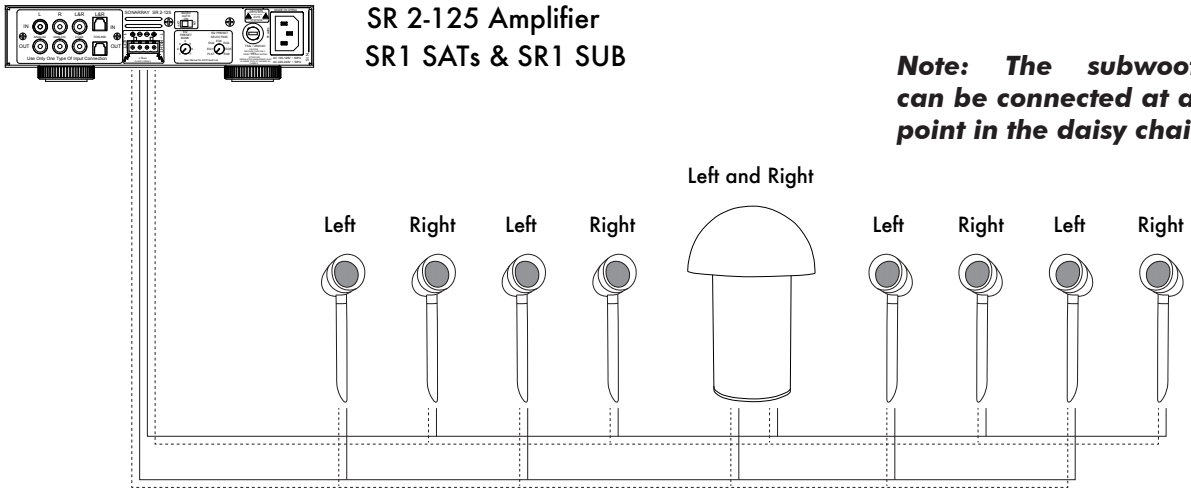
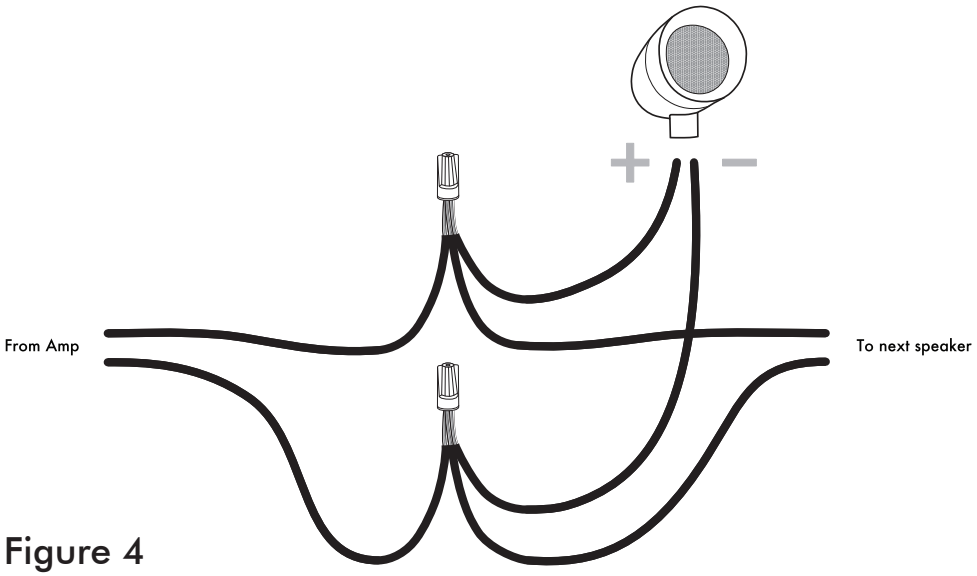

Figure 2
Figure 4
The **SONARRAY SR1 SYSTEM** allows the satellite speakers to be wired together in a parallel-daisy chain configuration. In a typical system with one zone of audio, simply run a 4 conductor wire from the amplifier or connection point to the closest speaker. Once you have designated the first speaker as either left or right, continue alternating the wires between the left and right channels creating a daisy chain of stereo satellites. See figure 2.
10. Continue the above steps for the remaining 6 speakers in the daisy-chain. See figure 2 (on page 3).
7. Secure the three wires together using the provided Silicone Filled Wire Nuts. (See Figure 4.)
After all satellites and subwoofer connections are completed, connect the wires to your receiver or amplifier. See Figure 2 (on page 3) & Figure 4 for reference.